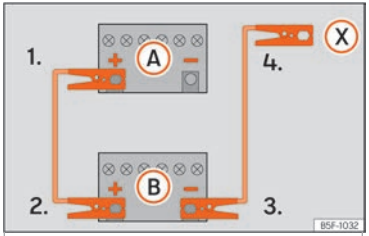

Fig. 77 Diagram of connections for vehicles without Start-Stop system.
2. Connect one end of the *red* jump lead to the positive (+) terminal of the vehicle with the flat battery (A) ››› Fig. 77.
3. Connect the other end of the *red* jump lead to the positive terminal (+) in the vehicle providing assistance (B).
4a. *In vehicles without a Start-Stop system:* connect one end of the *black* jump lead to the negative terminal (−) of the vehicle providing the current (B) ››› Fig. 77.